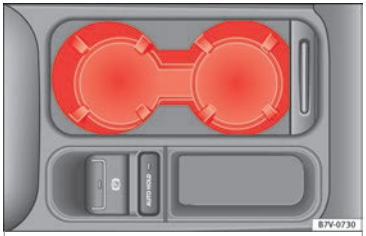

Fig. 188 Front centre console: drink holder
- To *open*, move the cover backwards ››› **Fig. 188**.